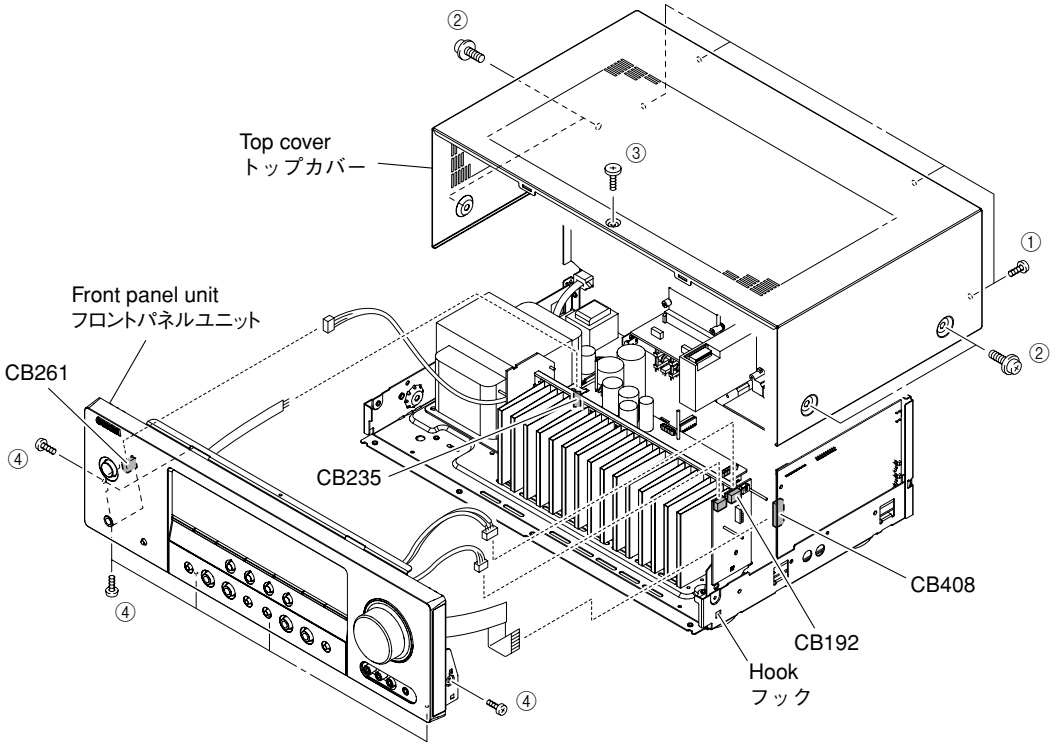

Fig. 1
a. Remove 4 screws (①), 4 screws (②) and 1 screw (③). (Fig. 1)
b. Slide the top cover rearward to remove it. (Fig. 1)
a. ①のネジ4本、②のネジ4本、③のネジ1本を外します。(Fig. 1)
b. トップカバーを後方へスライドさせ、取り外します。(Fig. 1)
a. Remove 6 screws (④). (Fig. 1)
b. Remove CB192, CB235, CB261 and CB408. (Fig. 1)
c. Remove hook and then remove the front panel unit. (Fig. 1)
a. ④のネジ6本を外します。(Fig. 1)
b. CB192、CB235、CB261、CB408を外します。(Fig. 1)
c. フック1ヶ所を外し、フロントパネルユニットを取り外します。(Fig. 1)